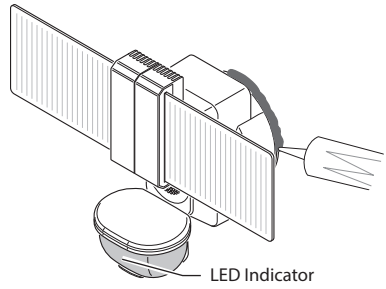

Figure 8
8. Caulk around the mounting plate and mounting surface with silicone sealant (not included) (see Figure 8).
7. Walk through the coverage area noting where you are when the lights turn on. Also, the LED indicator behind the motion sensor lens will glow blue when motion is detected (see Figure 8). *Note:* The blue LED will turn off 30 seconds after all motion has stopped.